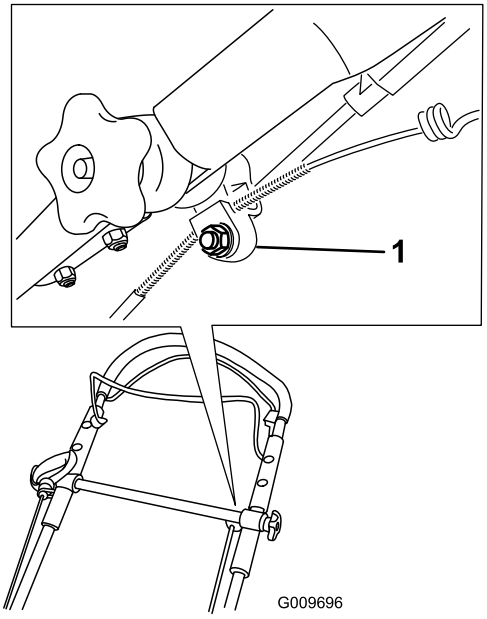

Figuur 42
1. Draai de moer op de kabelbevestiging los (Figuur 42).